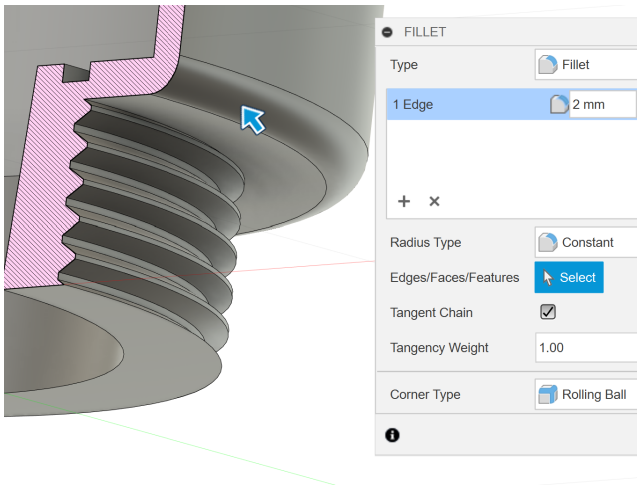

Figure 13. Previewing the second edge fillet.
13. Apply a 2 mm fillet to the outside corner as shown in Figure 13.